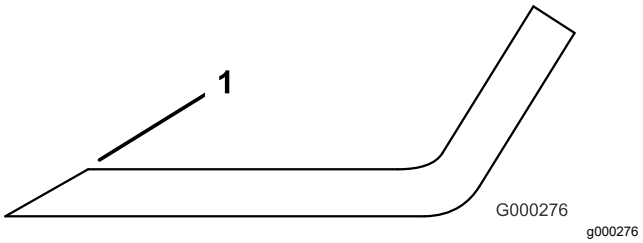

**Rysunek 23**
1. Naostrz krawędź tnącą na obu końcach ostrza (Rysunek 23). Zachowaj oryginalny kąt ostrza. Ostrze będzie wyważone, jeśli usuniesz tę samą ilość materiału z obu krawędzi tnących.